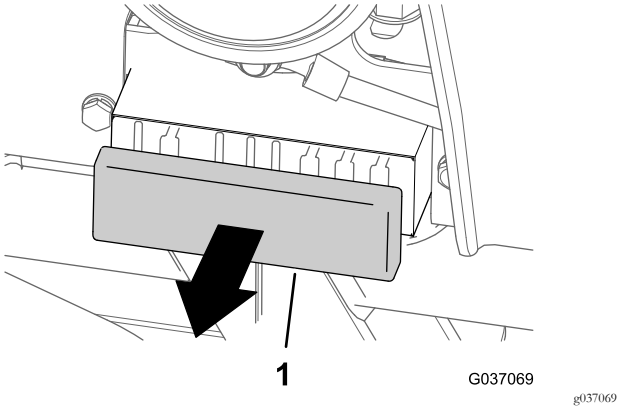

Figuur 36
1. Verwijder het deksel van de zekeringhouder (Figuur 36).
3. Plaats het deksel op de zekeringhouder (Figuur 36).